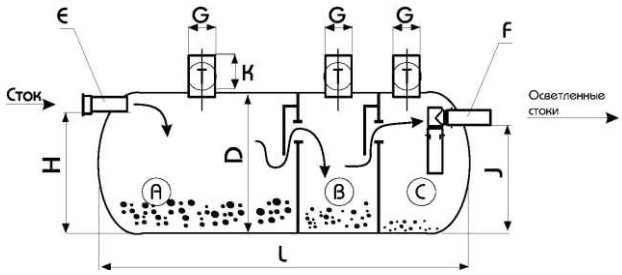

Рисунок 1.
- Закрываем горловины биореактора (рис. 1, Т) от попадания песка;
- Заполняем биореактор заранее подготовленной водой и обсыпаем песком (вручную), тщательно его утрамбовывая. Следим за уровнем биореактора. Септик требуется заполнить водой до ¾ объема и засыпать песком до начала горловин емкости (рис. 1, Т);